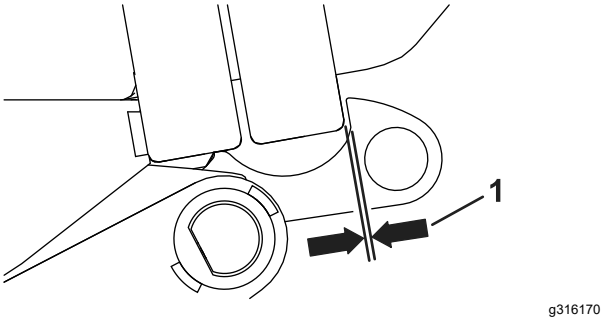

图 5
4. 检查挂钩与关闭的料斗门之间的间隙。确保间隙为 2mm必要时进行调节图 5。